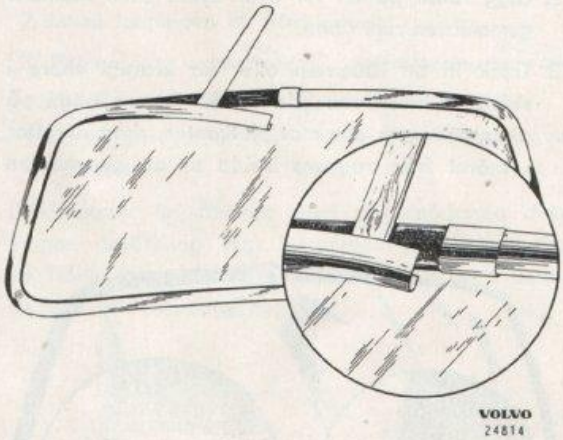

Bild 11-15. Demontering av prydnadslist
1. Lossa prydnadslisten med hjälp av en träspackelspade samt lyft bort listen, bild 11-15.